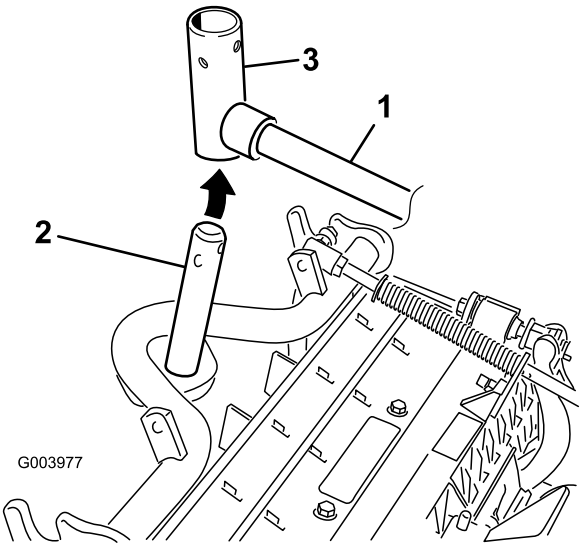

Figura 10
8. En las unidades de corte delanteras, deslice una unidad de corte debajo del brazo de elevación mientras introduce el eje del bastidor de tiro en la horquilla de pivote del brazo de elevación (Figura 10).
B. Introduzca la horquilla del brazo de elevación en el eje del bastidor de tiro (Figura 10).